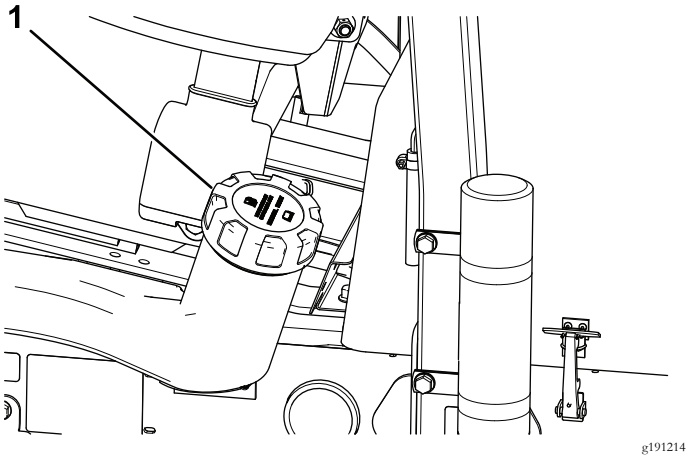

Figur 39
1. Rengjør området rundt drivstofftanklokket (Figur 39).